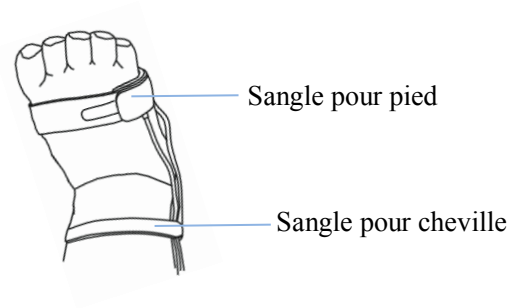

Figure 3.10C Vue du pied droit
② Utiliser la sangle de la cheville pour fixer le câble du capteur sur la cheville ou la jambe (voir figure 3.10C). Ne pas trop serrer.